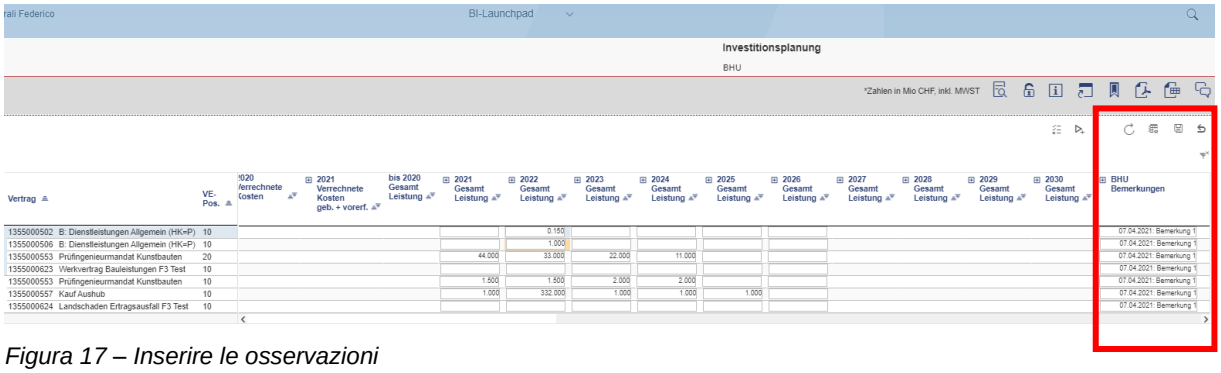

Figura 17 – Inserire le osservazioni
6. Eventuali osservazioni sui valori pianificati (per es. "secondo KV DP di xx.xx.xx") possono essere inserite nella colonna "osservazioni" (cfr. Figura 17).